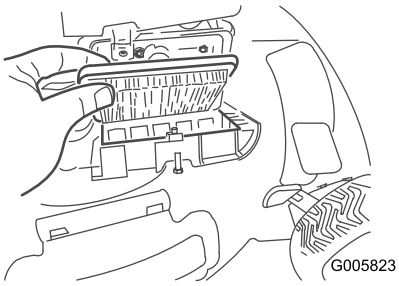

Figur 24
2. Skift ut luftfilteret (Figur 24).